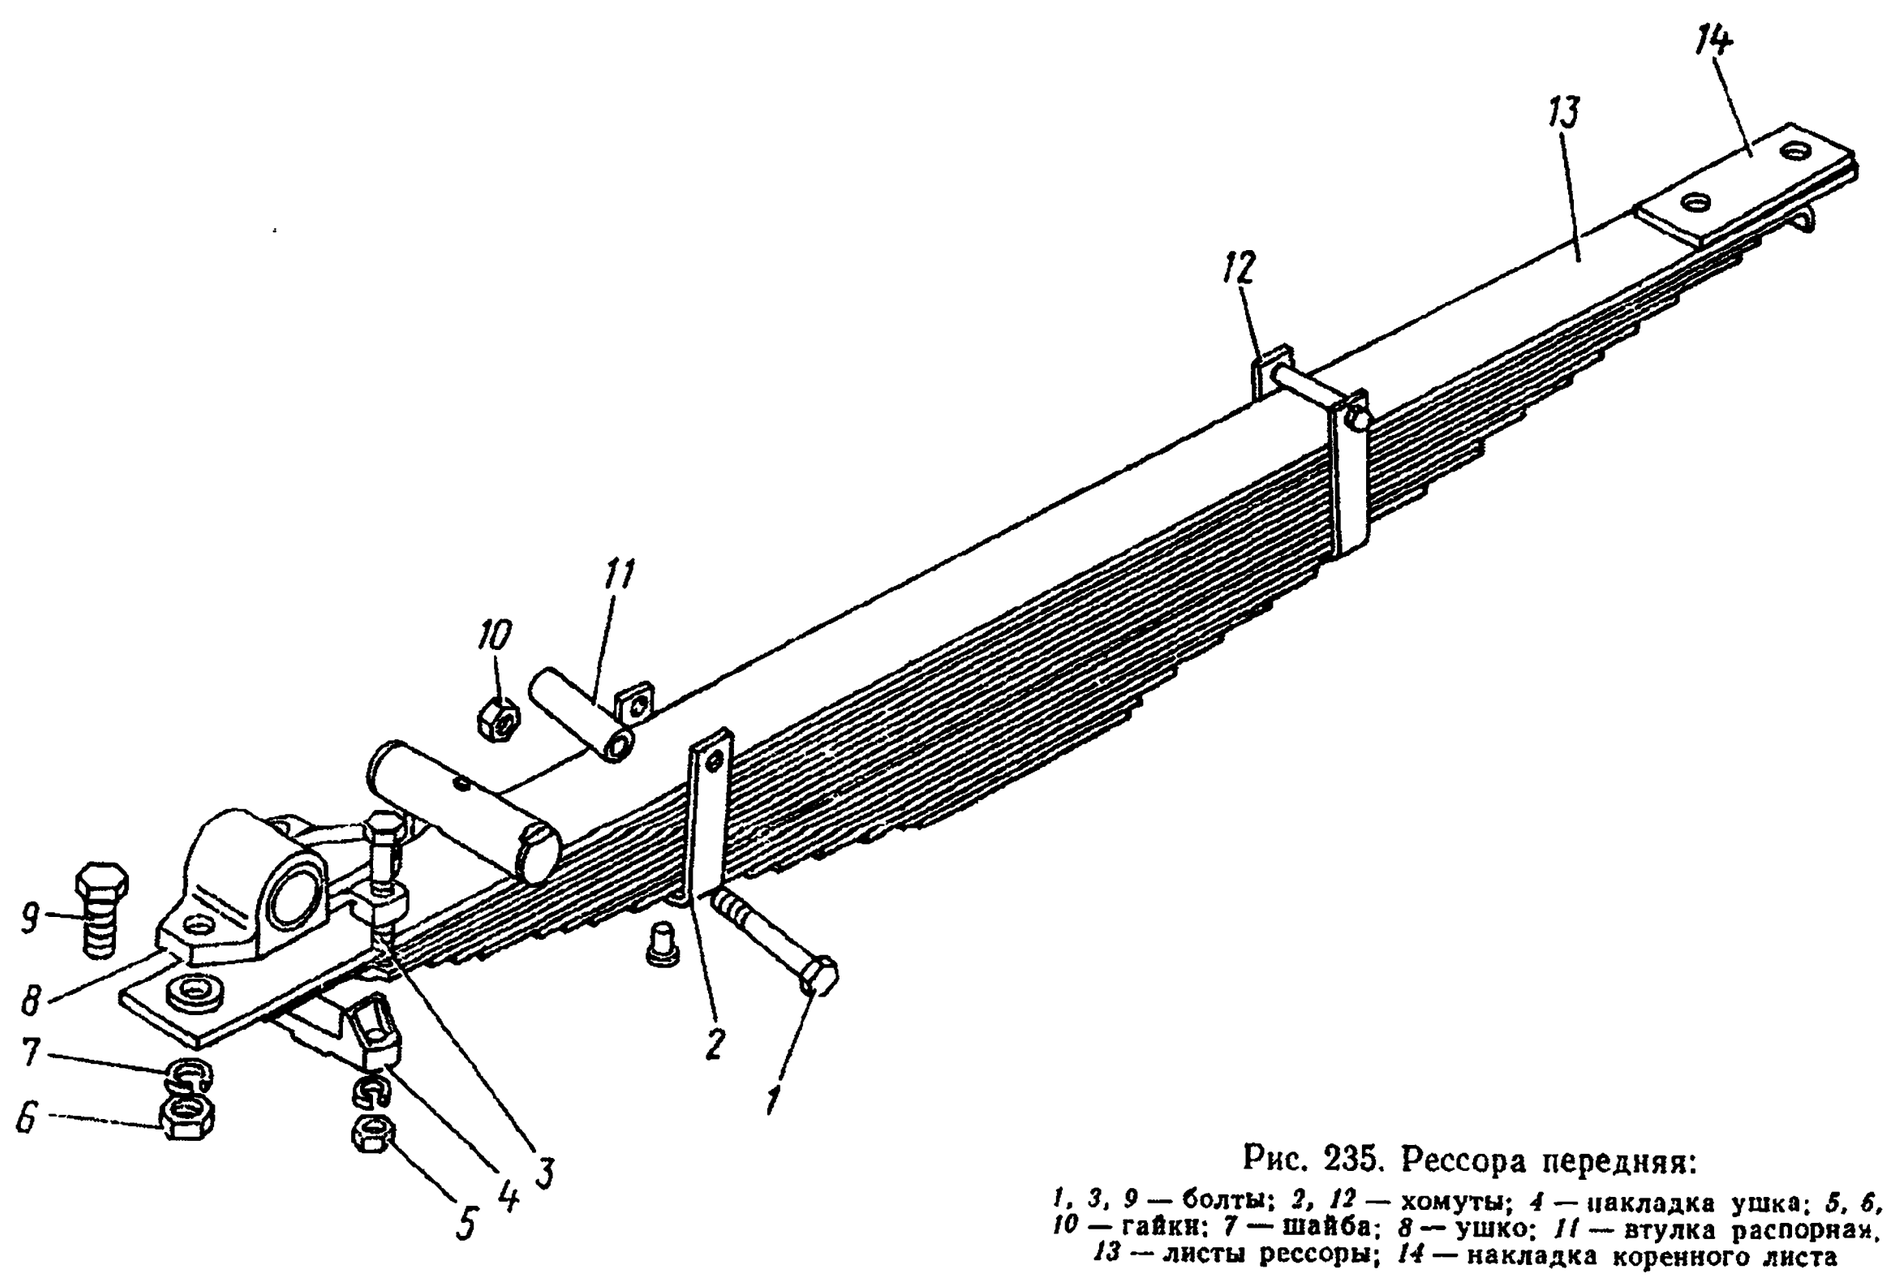

Рис. 235. Рессора передняя:
1. Закрепите рессору в тисках. Отвернув гайки *5* (рис. 235) болтов *3* крепления ушка передней рессоры, снимите накладку *4* ушка	Тиски, ключ 19 мм (2 шт.)
7. Установите распорные втулки *11*, (см. рис. 235) стяжные болты *1* в хомуты *2* и *12*, затяните гайки *10* с моментом 23,5—35,3 Н·м (2,4—3,6 кгс·м).	Ключ 14 мм (2 шт.), сменная головка 14 мм, молоток, бородок или зубило, динамометрическая рукоятка